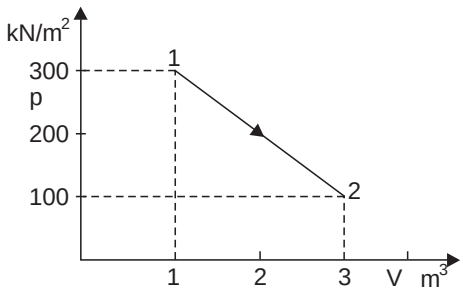

Fig. 10
22. A control mass undergoes a process from state 1 to state 2 as shown in Fig. 10. During this process, the heat transfer to the system is 200 kJ. If the control mass returned adiabatically from state 2 to state 1 by another process, then the work interaction during the return process (in kN.m) would be